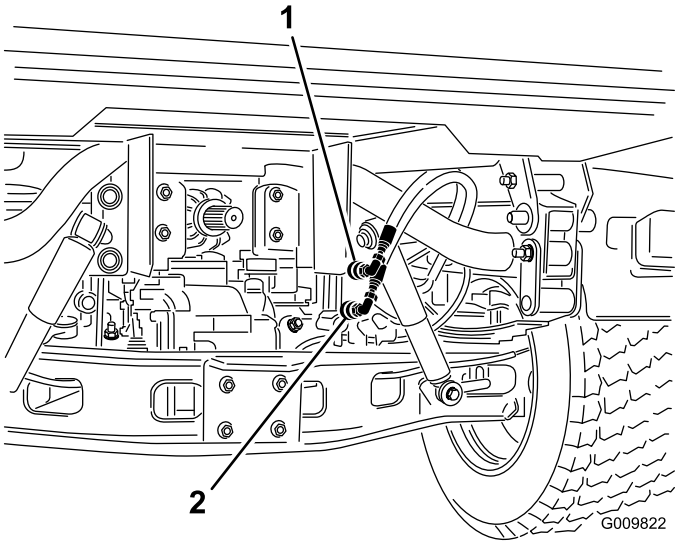

Figur 75
2. Koble de to hurtigkoblingsslangene på begge kjøretøy fra slangene som er festet til koblingsbraketten (Figur 75).